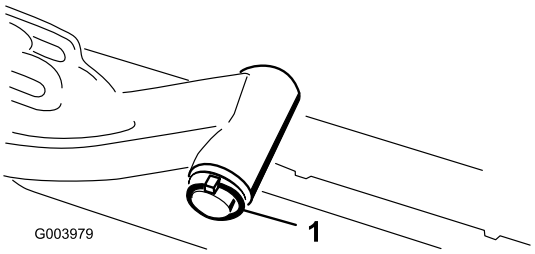

Figur 9
A. Fjern den ringstift og skive, der fastgør løftearmens drejeaksel til løftearmen, og skub løftearmens drejeaksel ud af løftearmen (Figur 9).
C. Sæt løftearmens aksel ind i løftearmen, og fastgør den med skiven og ringstiften (Figur 9).